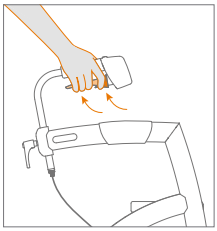

Figure 21: Activation du frein de stationnement.
c. Voulez-vous mettre le déambulateur sur le frein de stationnement afin que vous puissiez vous asseoir, ou pour être sûr qu'il ne roulera pas en le relâchant ? Serrez d'abord les doigts autour des freins à main puis les leviers de stationnement en même temps. Relâchez ensuite les freins. Votre déambulateur est maintenant en position de stationnement (Figure 21).